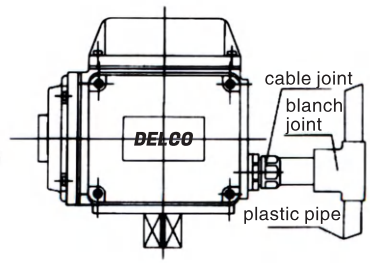

Figure 5
- As figure 5,in case the water flow into actuator interior from line locking, all wire that are not allowed to be used
Special tips (Figure 5)